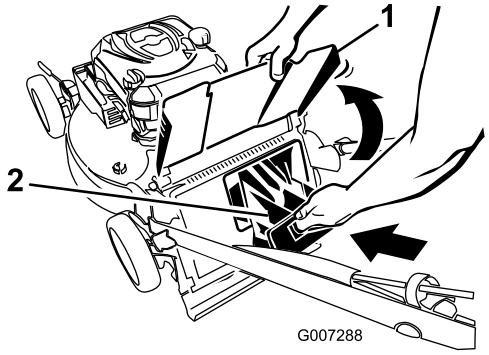

**Figura 23**
4. Riposizionate il coperchio di scarico posteriore (Figura 23)